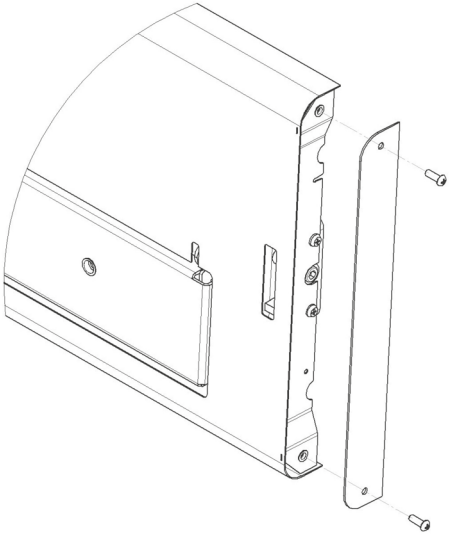

Рисунок 7.1
1. Демонтировать планку декора двери выкрутив винты рис. 7.1.